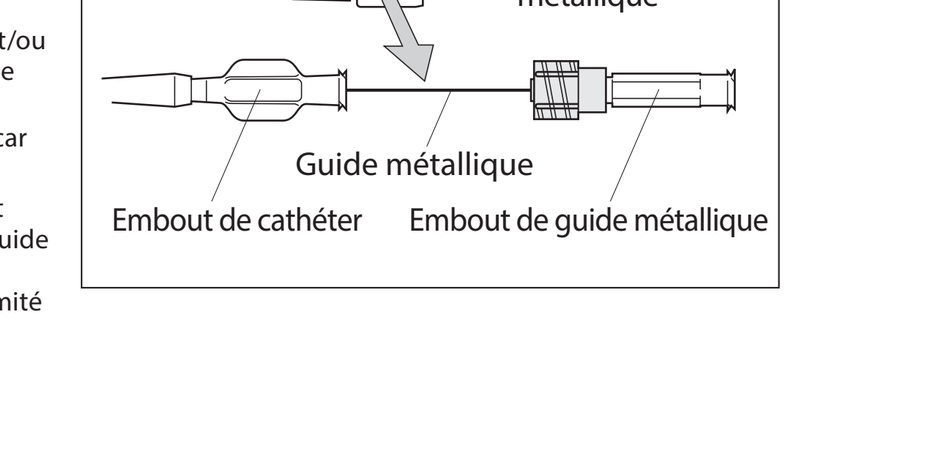

Fig. 6
9. Lorsque vous faites avancer le système de micro-cathéter jusqu'au site désiré, le guide qui dépasse de l'extrémité du cathéter peut être ajusté et fixé avec le bouchon du guide fourni. Placez la partie fente du bouchon du guide sur le guide métallique entre l'embout du cathéter et l'embout du guide métallique. Retirez le guide métallique de l'embout du cathéter et ajustez la longueur de l'extrémité qui dépasse. Faites glisser le bouchon dans l'embout du cathéter pour fixer le guide métallique (Fig. 6).